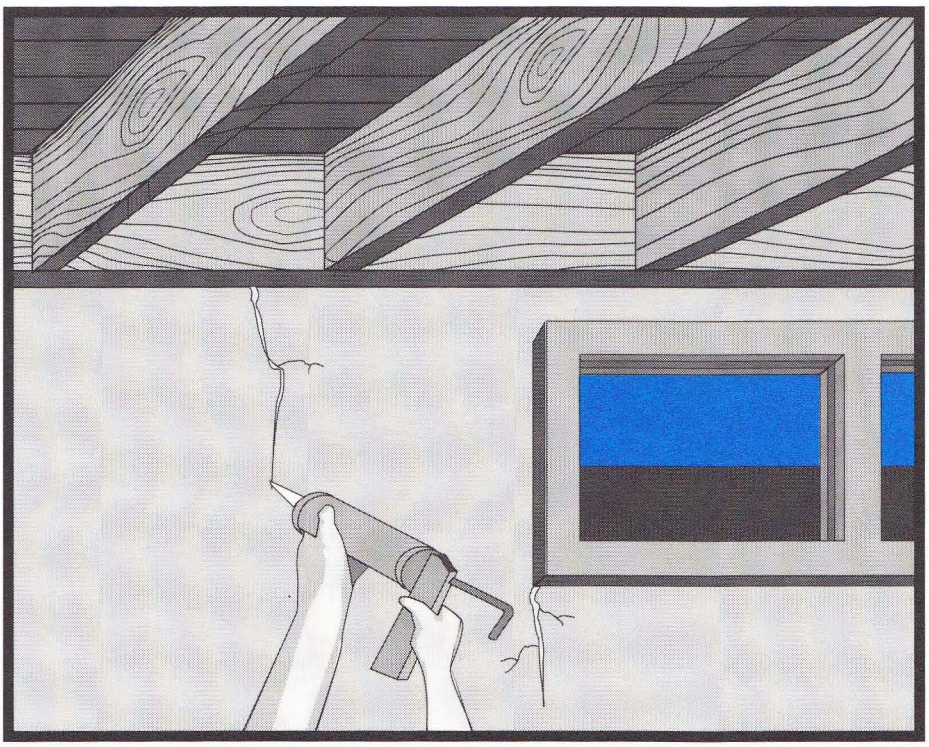

**FIGURE 46**
- Cracks in the floor slab and *foundation walls* should be grouted and sealed. (See Figures 46 and 47.)